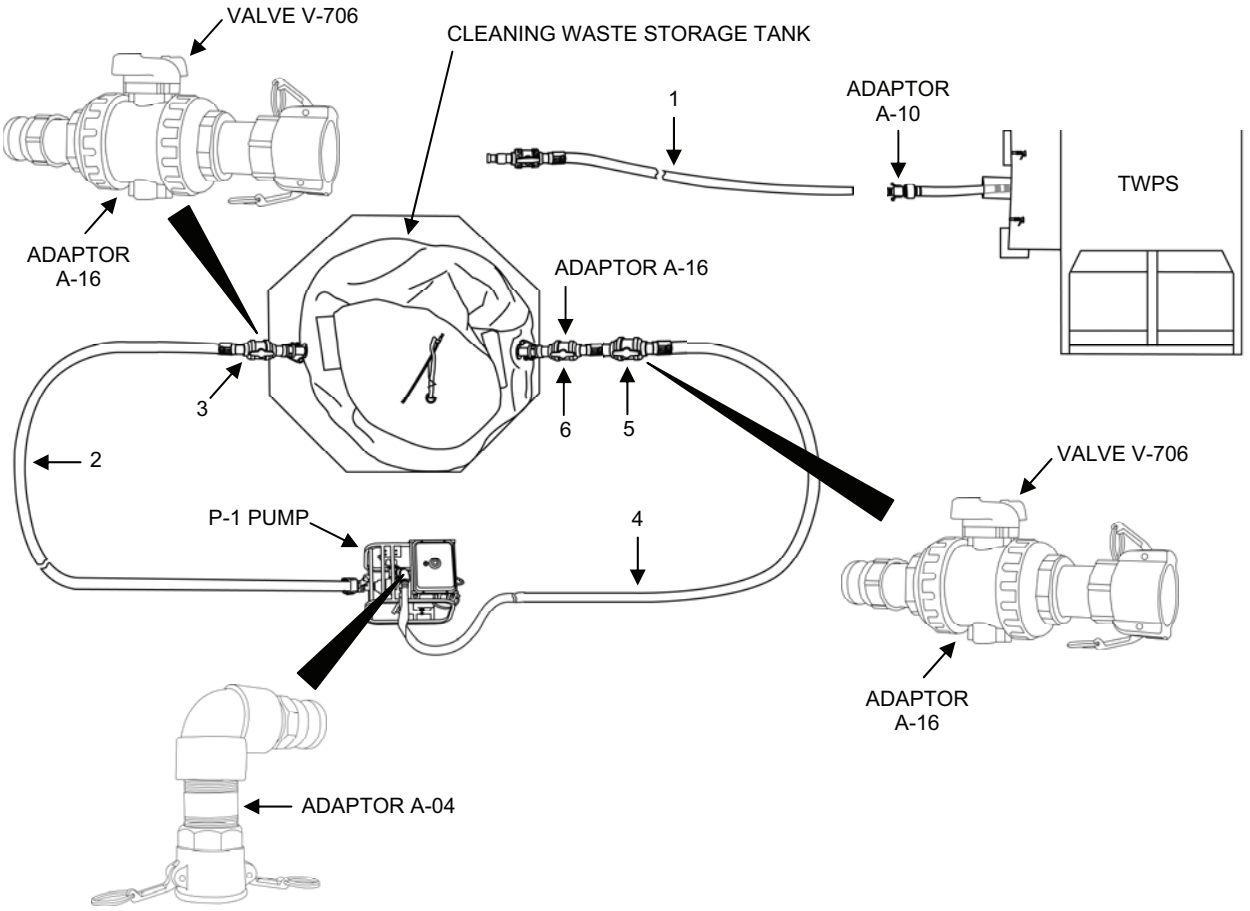

Figure 1. Cleaning Waste Recirculation Set-Up.
1. Setup to recirculate the cleaning wastewater and low pH cleaner (Figure 1).
a. Cleaning waste hoses from the TWPS (1) should have been disconnected from the cleaning waste storage tank and Adaptor A-10 before beginning this procedure. Refer to the applicable cleaning or preservation work package.
c. Connect the female end of one red-banded waste hose (2) to the male end of an A-16 adaptor already on the cleaning waste tank (3).
d. Connect the male end of the waste hose (2) to the P-1 pump inlet.
f. Connect the female end of one or more red-banded waste hose(s) as desired (4) to the male end of Adaptor A-04.
g. Connect the female end of another A-16 adaptor (5) to the male end of the hose(s) (4).
h. Connect the male end of the A-16 adaptor (5) to the female end of an A-16 adaptor already on the cleaning waste tank (6).
2. Mix and neutralize the cleaning wastewater and neutralizing chemical (Figure 1).